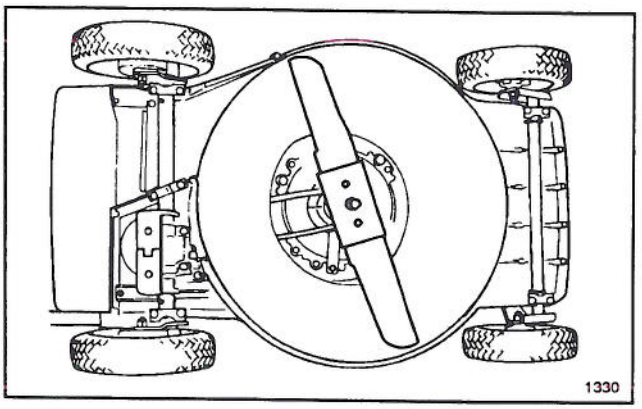

Figure 21
3. Tip mower on its left side (Fig. 21). Avoid rotating blade as starting problems may result.